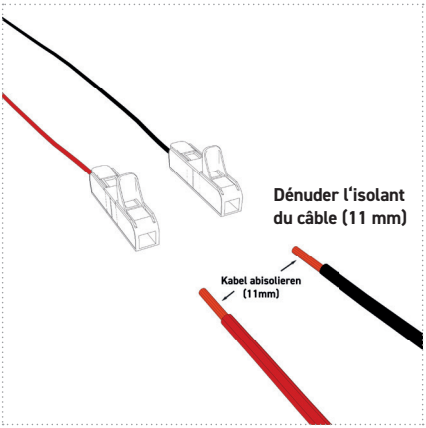

Figure 18
2. Isolez les câbles de raccordement côté bord de 11 mm (figure 18).
3. Raccordez selon les tableaux 17 +18 les 2 câbles (alimentation électrique et signal) de l'unité UV au moyen des bornes de connexion incluses dans le contenu de la livraison à l'alimentation électrique et à la pompe (figures 18+19).